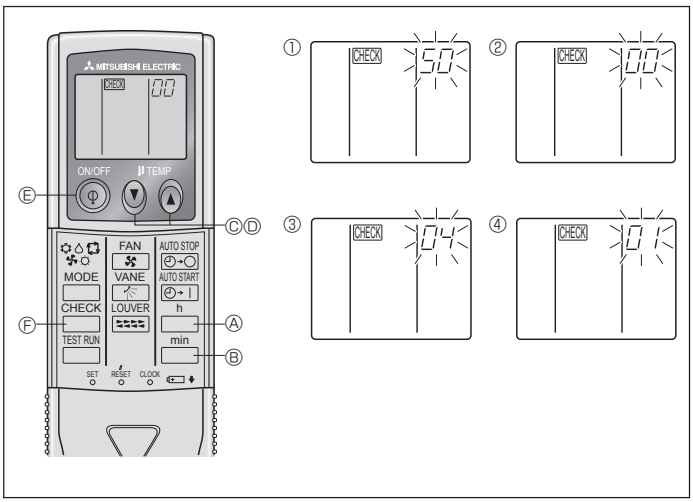

Fig. 6-6
2) Pour télécommande sans fil infrarouge. (Fig. 6-6)